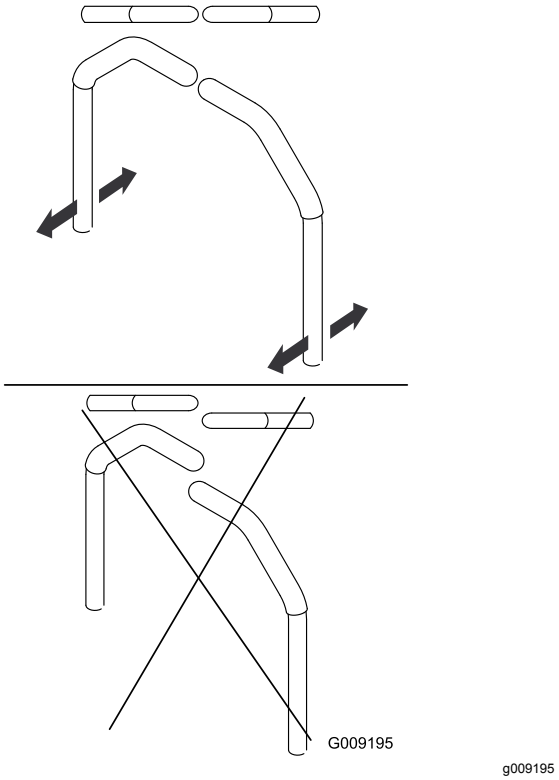

Figur 60
3. Juster håndtagenes position på langs ved at sætte dem sammen i neutral position og skubbe til dem, indtil de er placeret korrekt (Figur 60).